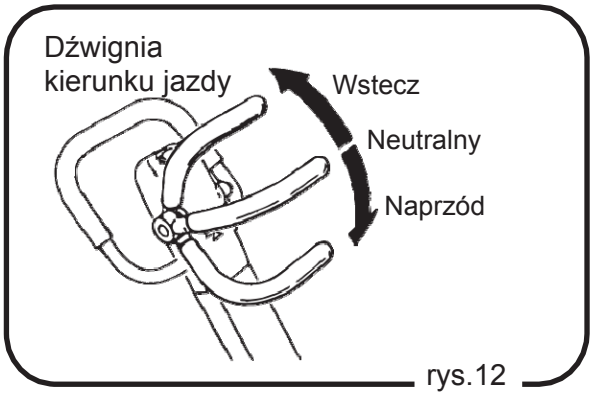

rys.12
2. Dźwignia kierunku jazdy służy do nadawania maszynie kierunku jazdy w przód /w tył. Gdy dźwignia jest przestawiona do przodu, maszyna jedzie do przodu, gdy pociągnięta jest do tyłu, maszyna jedzie do tyłu. Przy ustawieniu neutralnym dźwigni, maszyna wibruje nie przemieszczając się. (rys. 12)